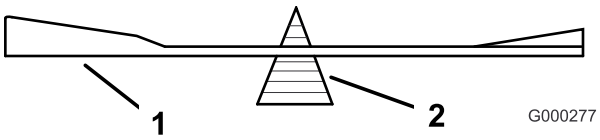
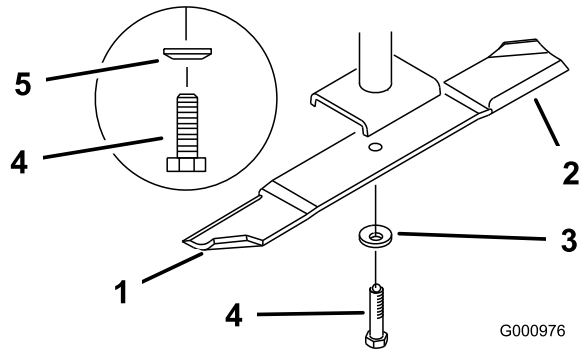

**Figur 80**
**Figur 81**
2. Fjern knivbolten, fjederskiven og kniven fra spindelakslen (Figur 81).
2. Kontroller skæreknivens balance ved at placere den på en afbalanceringsenhed (Figur 80). Hvis skærekniven forbliver i en vandret position, er kniven afbalanceret og kan benyttes. Hvis kniven ikke er afbalanceret, skal der slibes lidt mere metal af enden af sejlområdet (Figur 81). Gentag denne procedure, indtil kniven er afbalanceret.
1. Monter kniven på spindelakslen (Figur 81).
2. Monter fjederskiven og knivbolten. Fjederskivens konus skal installeres mod boltens hoved (Figur 81). Tilspænd knivbolten med et moment på 115–149 Nm.